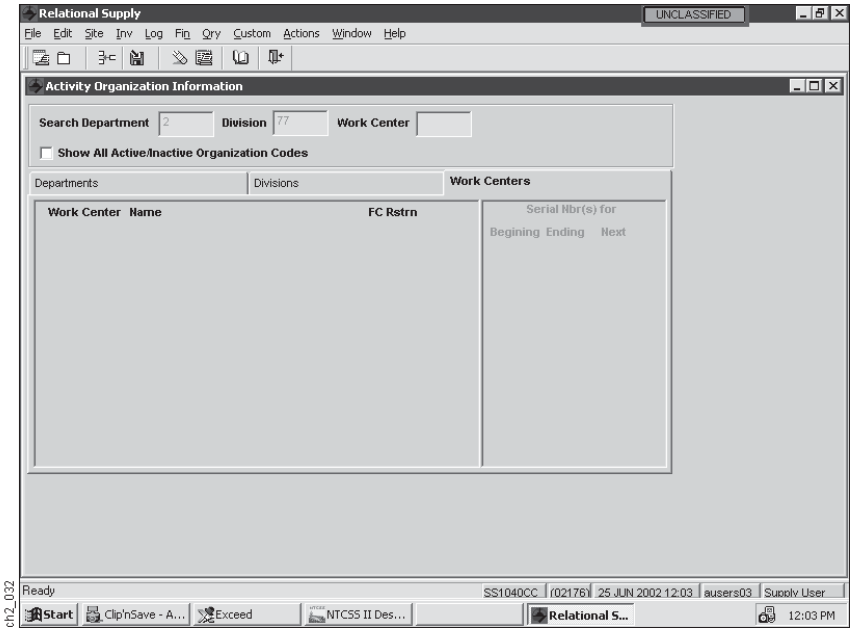

Figure 2-45
(1) Step 1. On the Activity Organization Information Screen above (Figure 2-45), ensure the Work Centers Option (tab) appears enabled or select it to do so.
(2) Step 2. Use one of the following ways to select the work center that you wish to modify: